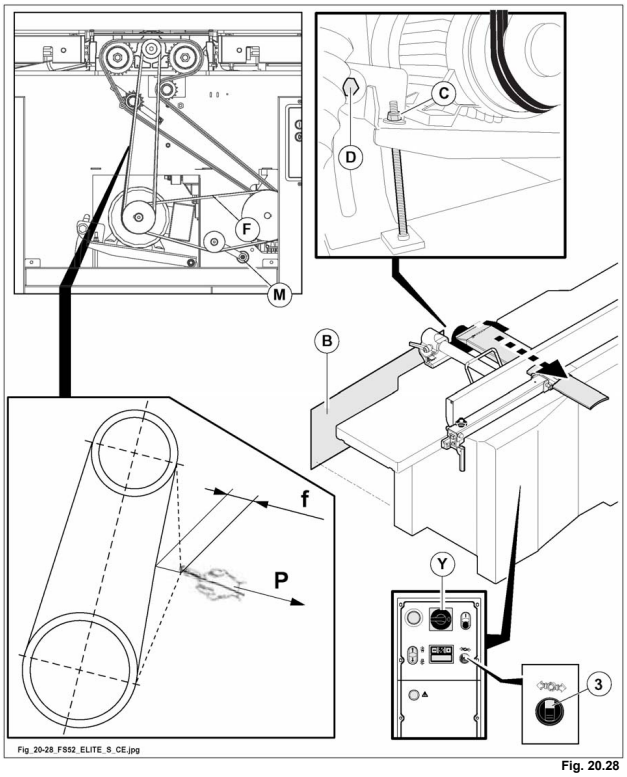

Fig. 20.28
l'interruttore generale (Y fig. 20.28) sia ruotato in posizione I (ON).
Sbloccare il freno motore ruotando il selettore (3 fig. 20.28) su ; freno motore sbloccato lampada spia accesa.
1) Togliere lo sportello posteriore (B fig. 20.28).
2) Allentare la vite (D fig. 20.28).
3) Avvitare il dado (C fig. 20.28) per tensionare le cinghie.
4) A registrazione ultimata serrare la vite (D fig. 20.28).
5) Rimontare lo sportello posteriore (B fig. 20.28).
bloccare il freno motore ruotando il selettore (3 fig. 20.28) su ; freno motore bloccato lampada spia spenta.
per togliere la protezione (B fig. 20.28), in presenza dell' (OPT) cavatrice, è necessario spostare questa tutta verso l'alto.
il giusto tensionamento della cinghia (F fig. 20.28) è assicurato dalla molla (M fig. 20.28) e non necessita di alcuna registrazione.